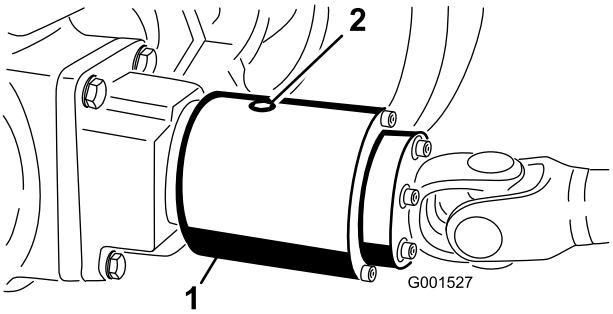

Figur 55
3. Vrid kopplingen så att kontrollpluggen riktas nedåt (Figur 55).